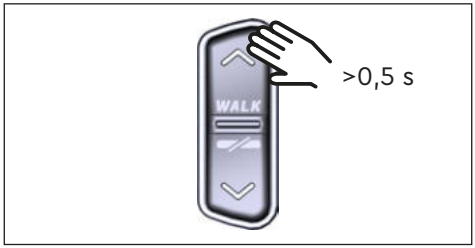

Fig. 9: Attivare l'aiuto alla spinta
▶ Quando la e-Bike è ferma, premere più a lungo di 0,5 s sul pulsante operativo IN ALTO sul Remote (vedi Fig. 9), per attivare l'aiuto alla spinta.